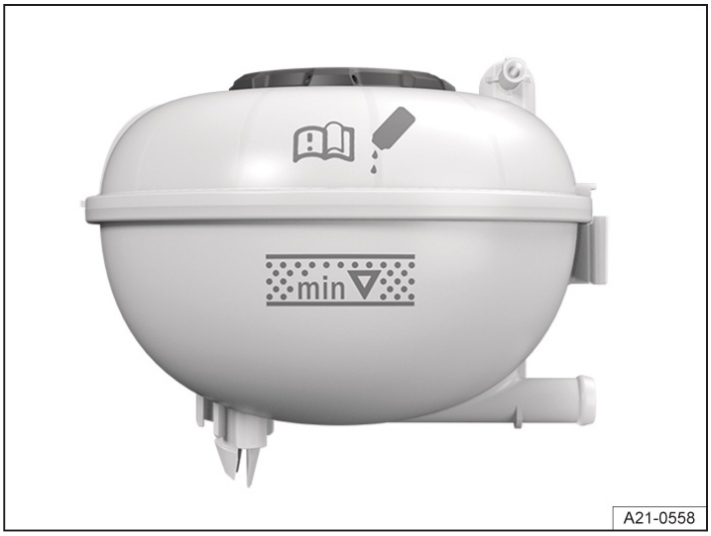

Fig. 2 In the engine compartment: markings on the engine coolant expansion tank.
1. When the engine is cold, check the coolant level using the markings on the side of the engine coolant expansion tank → *fig. 2*. The coolant level must be between the markings.
3. Top up the engine coolant to the upper fill level marker. After topping up the engine coolant, the coolant level must be between the markings on the coolant expansion tank → *fig. 2*.